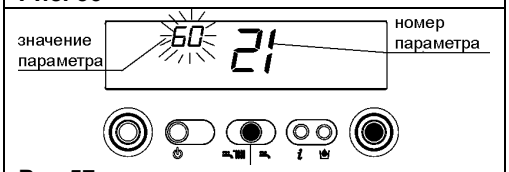

Рис.57
- Нажмите кнопку ENTER, чтобы перейти к изменению значения данного параметра. При нажатии кнопки ENTER, на дисплее начнет мигать значение параметра, установленное ранее (рис. 57).